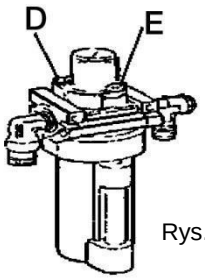

Rys. 17
- Czyścić zawory rozdzielające opony co 6 miesięcy (Rys. 17).
- odkręcić zawory tłumików w wyrzutniku (Rys. 17)